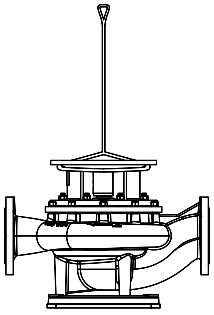

Рис. 1. Насос без электродвигателя
Рис. 1а. Насос с электродвигателем
- **Для подъема краном насос следует обхватить подходящим ремнем, как показано на рисунке. Уложить ремень вокруг насоса в петли, которые затянутся под действием собственного веса насоса (рис.1, 1а).**